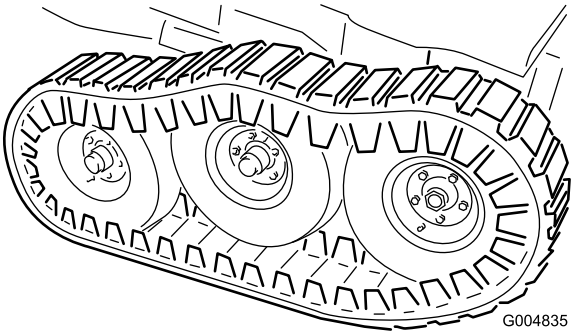

**Rysunek 54**
26. Opuść podnośnik, aż ciężar ramy będzie spoczywał na przednich kołach. Załóż podkładki płaskie (1/2 cala) i nakrętki zabezpieczające na kołku gwintowanym osi obrotu wózka (Rysunek 54) i dokręć z momentem 102 N-m.